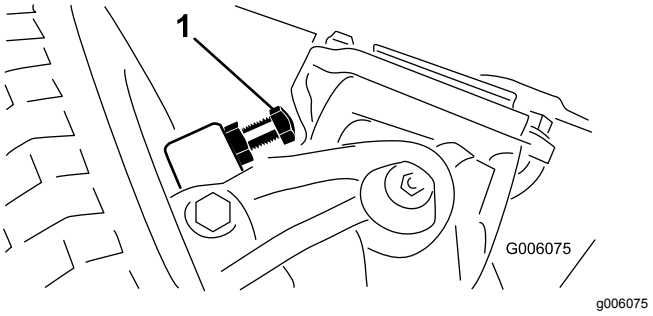

**Figur 69**
1. Skru boltene ind eller ud, indtil frigangen på 0,23 cm opnås. Se Figur 69.